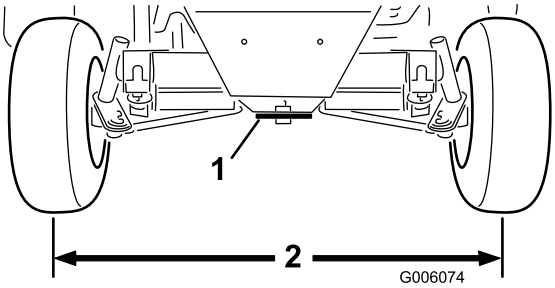

**Figuur 58**
2. Draai de contramoeren aan beide spoorstangeinden los. Stel beide spoorstangen af totdat de afstand hart-op-hart aan de voorzijde en achterzijde van de achterwielen gelijk is (Figuur 58).